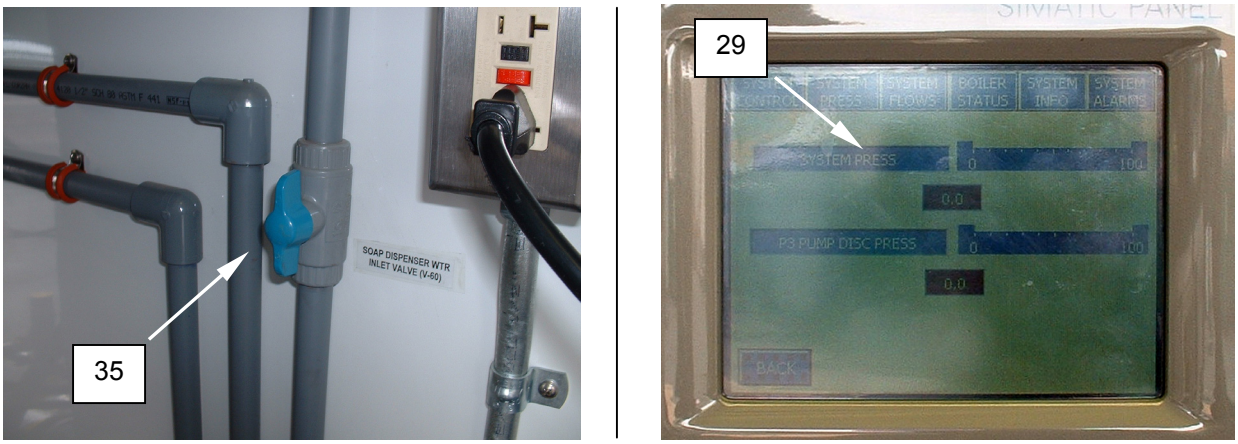

Figure 21. Complete Air Purge.
7. Open soap dispenser water inlet V-60 **(Figure 21, Item 35)**.
8. Wait for system pressure to read “0” at PLC **(Figure 21, Item 29)**.